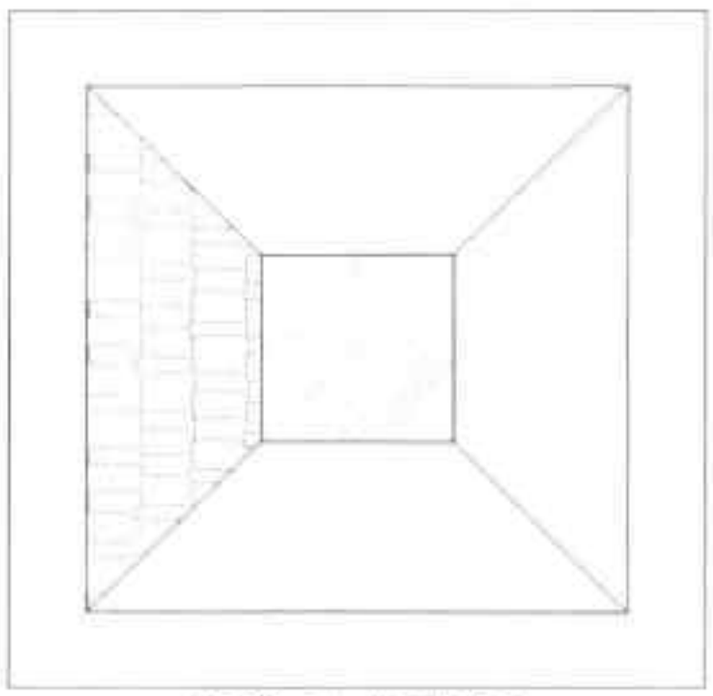

图20-5 填充图形
Step 05 执行“填充”命令，选择“AR-RSHKE”图案，设置角度为 270°、比例为 1，图案填充原点设为左上填充，如图 20-5 所示。